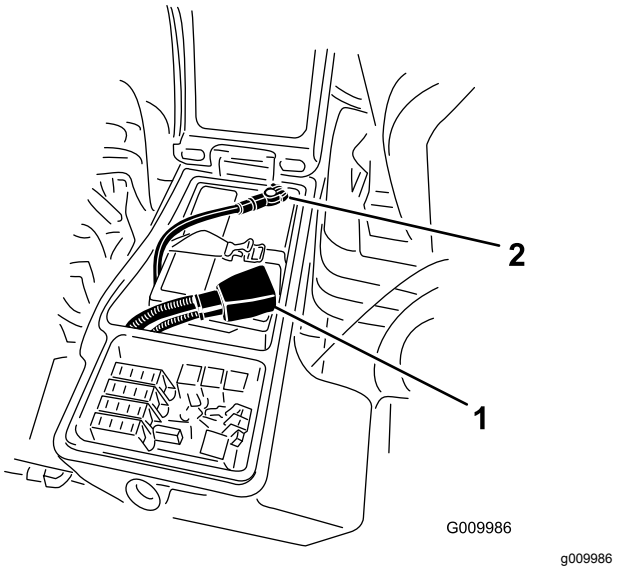

Figuur 66
4. Bevestig de pluskabel (rood) aan de klem van pluspool (+) van de accu en de minkabel (zwart) aan de klem van minpool (-) van de accu (Figuur 66). Gebruik hierbij inbusbouten en moeren. Zorg ervoor dat de accuklem helemaal op de pluspool zit en de kabel goed op de accu is geplaatst. De kabel mag geen contact maken met het accudeksel. Schuif het rubberen stofkapje over de pluspool om eventuele kortsluiting te voorkomen.